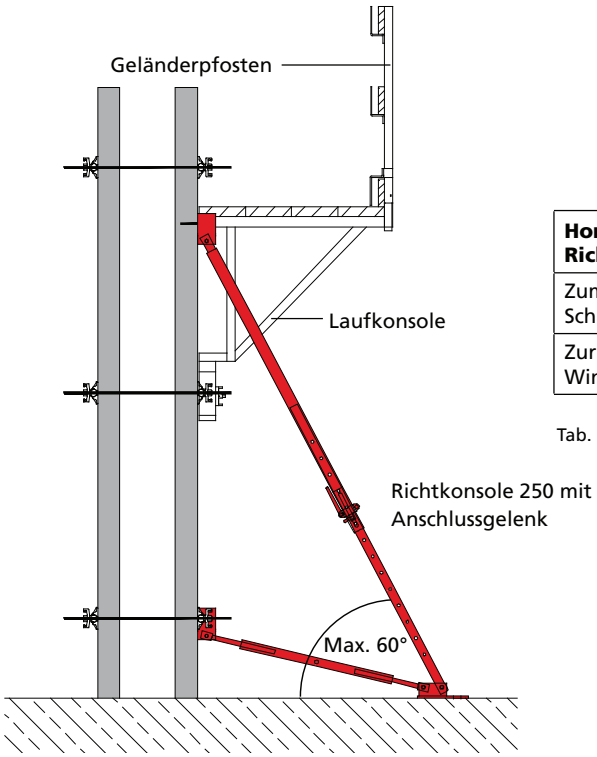

Abb. 14.1
Befestigung der Richtstützen/Richtkonsolen mit Anschlussgelenk und Flanschschraube 18 an den Funktionsstreben (Abb. 14.1).
- Schalungshöhe und Länge der Richtstützen sollte gleich sein. Der Winkel zwischen Boden und Richtstrebe sollte kleiner als 60° sein (Abb. 14.1 und Tab. 14.3).